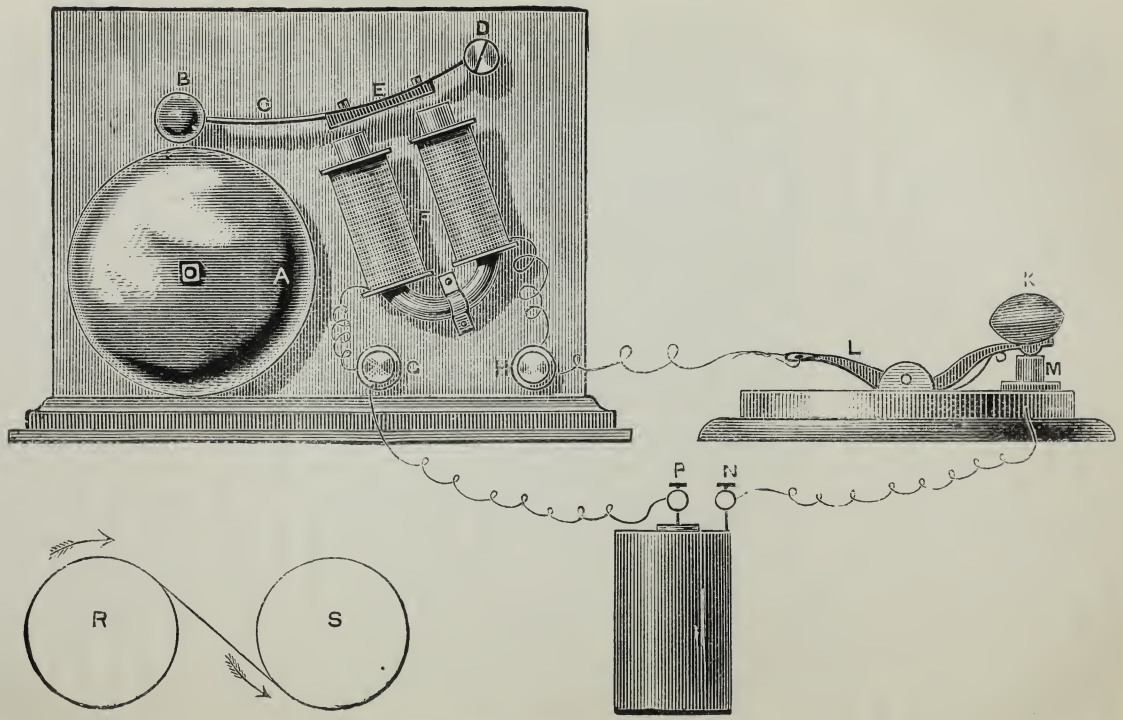

FIG. 123.—SINGLE STROKE ELECTRIC BELL.
The electric bell is made to act by the magnetisation of a bar or horseshoe of iron like that previously described, a coil of covered copper wire conveying the current of electricity from the battery to the magnet. The hammer which strikes the bell is attached to, or itself forms, the keeper, and its sudden attraction, when the current passes, causes it to give the blow. Fig. 123, p. 266, will sufficiently explain such a bell, and will be found to represent one of a very simple form, easy to construct. It is a single stroke bell, *i.e.*, one blow is given each time the key is depressed by the person sending the signal. A is the bell, which can be bought for a shilling at any clock maker's. It is mounted upon a short and stout wire driven firmly into the wooden board forming the support of the apparatus. Its edge need but just clear the board, so as to allow it to sound freely. B is the hammer attached to C, a steel or hammered brass spring, fastened by the screw D, so that the hammer is about $\frac{1}{2}$in. from the bell at E—the middle of the spring is riveted—an armature (E) just clearing the poles of the horseshoe magnet (F). This is also fixed to the board by a strap over its bent part, or by a holding down clamp of any other kind. I have already described this kind of magnet, and need only observe that the soft iron should be fitted with brass bobbins, and wound with eight or ten layers of cotton-covered wire, number 25 or 26, or thicker if preferred. The horseshoe may be of iron of $\frac{3}{8}$in. thick and 3in. long in each leg, and bent so as to bring the poles $\frac{3}{4}$in. apart. The keeper, like the magnet, is to be made of a short, flat bit of soft iron, as steel, if used, will become permanently magnetic, and the object in this case is to prevent any trace of magnetism as soon as the connection with the battery is broken.